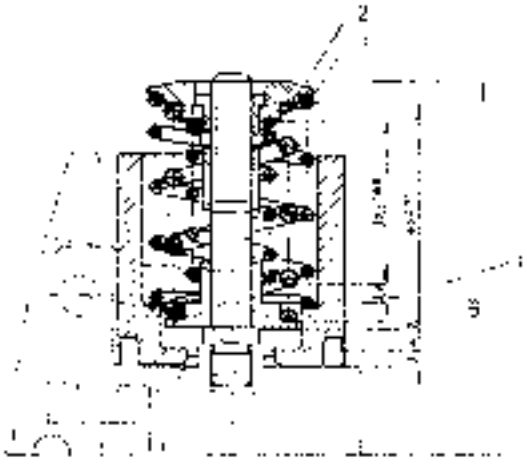

Fig. 40
Prior to installing the weight systems on the shaft of the rotor (staff adjusting shims and tighten the nut securely) the top spring cover so that it is flush with the top face of the cup. If the adjustment of the speed governor is correct, only the outer spring (1) should be slightly loaded approximately to a preload of 0.2 up to 4 kg or .44 up to .88 lbs), while the centre spring (2) is to be unloaded, having a clearance of 0.1 up to 0.3 mm or .004 up to .012", the inner one (3) having a clearance of 3 to 17 mm or .12 to .140". The correct clearance of the springs is essential for correct operation of the governor with regard to surge, i.e. the governor must adapt the adjustment of the fuel injection pump to the varying load within the specified speed limits (see Fig. 40).